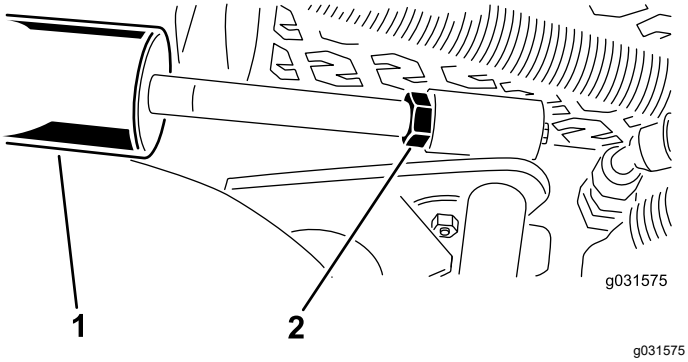

Figur 16
A. Sänk klippenheterna och flytta kontramuttern bakåt på cylindern (Figur 16).